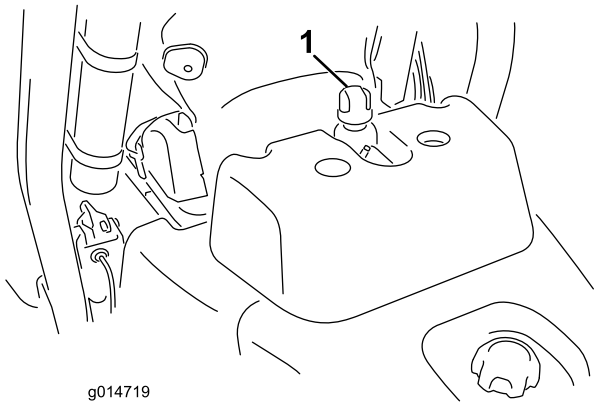

Figur 29
2. Ta lokket av tanken (Figur 29).